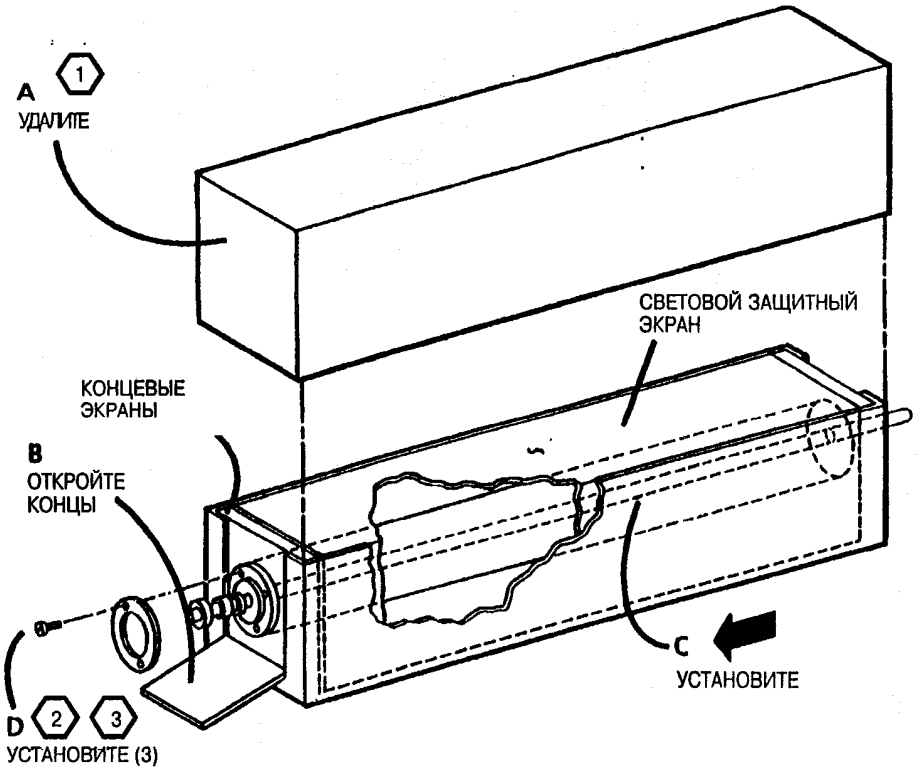

Рис. 2. Установите осевой механизм
1. (Рис. 2): Установите осевой механизм фоторецептора.